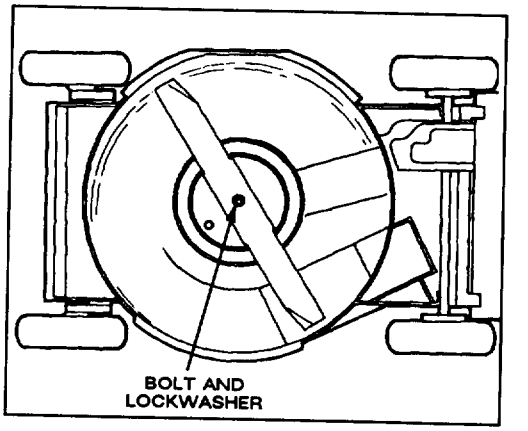

**Figure 20**
3. Tip mower on its right side (Fig. 20). Avoid rotating blade because starting problems may result.
5. REMOVING BLADE—Grasp end of blade using a rag or thickly padded glove. Remove blade bolt, lockwasher, and blade (Fig. 20).